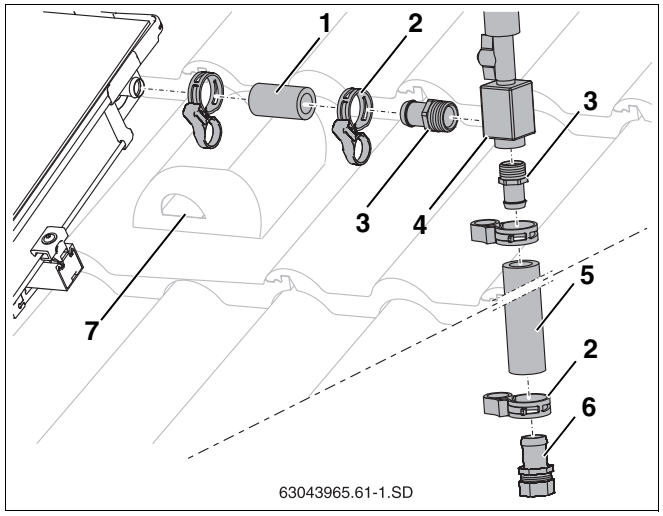

Рис. 55 Подключение воздушного клапана на крыше
- Наденьте короткий шланг (55 мм, рис. 55, **поз. 1**) на штуцер подключения подающей линии коллектора и зажмите пружинным хомутом.
- Заверните наконечники R¾ с кольцом (рис. 55, **поз. 3**) в воздухосборник (рис. 55, **поз. 4**).
- До упора вставьте наконечники (рис. 55, **поз. 3**) в шланги (рис. 55, **поз. 1** и **5**) и зажмите пружинными хомутами (рис. 55, **поз. 2**).
- Вставьте наконечник с зажимным кольцом (рис. 55, **поз. 6**) в шланг солнечного коллектора до упора и зажмите пружинным хомутом.
- Проведите шланг солнечного коллектора вместе с проводом датчика через черепицу с вентиляционным отверстием (рис. 55, **поз. 7**) и изоляцию кровли.
- Подсоедините сборную линию к наконечнику шланга с зажимным кольцом (18 мм) (рис. 55, **поз. 6**).